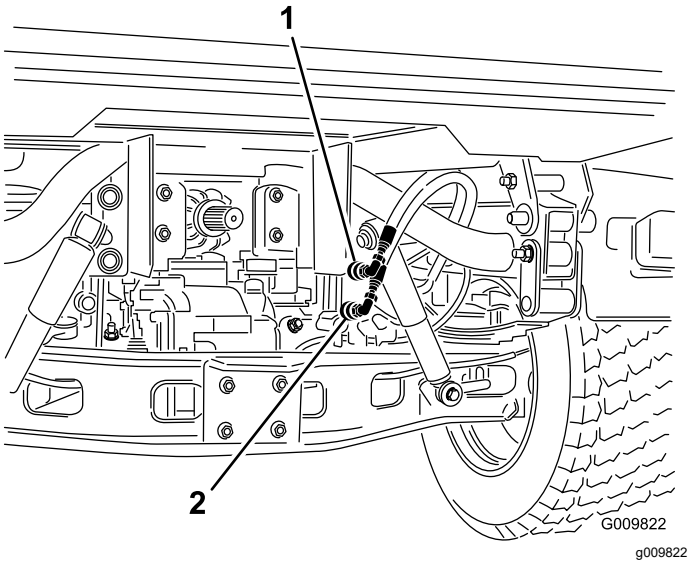

Figur 73
2. Koppla bort båda maskinernas snabbkopplingsslangar från slangarna som sitter fast vid kopplingsfästet (Figur 73).